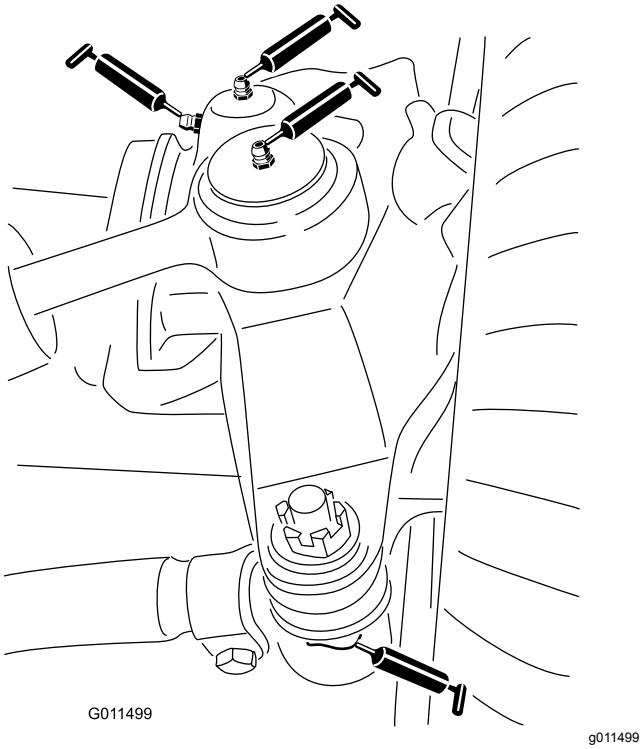

Figur 60
- Styrcylinderns kulleder (2) (Figur 60)
- Fästanordningarnas kulleder (2) (Figur 60)
- Axeltappsbussningar (2) (Figur 60).